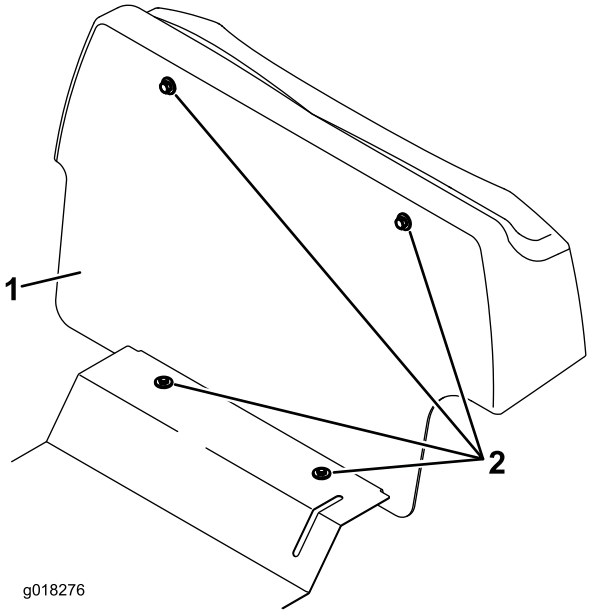

Figur 1
3. Fjern skilleveggen ved å skru løs de fire boltene (Figur 1). Dette er for å få tilgang til hovedledningsstammen.